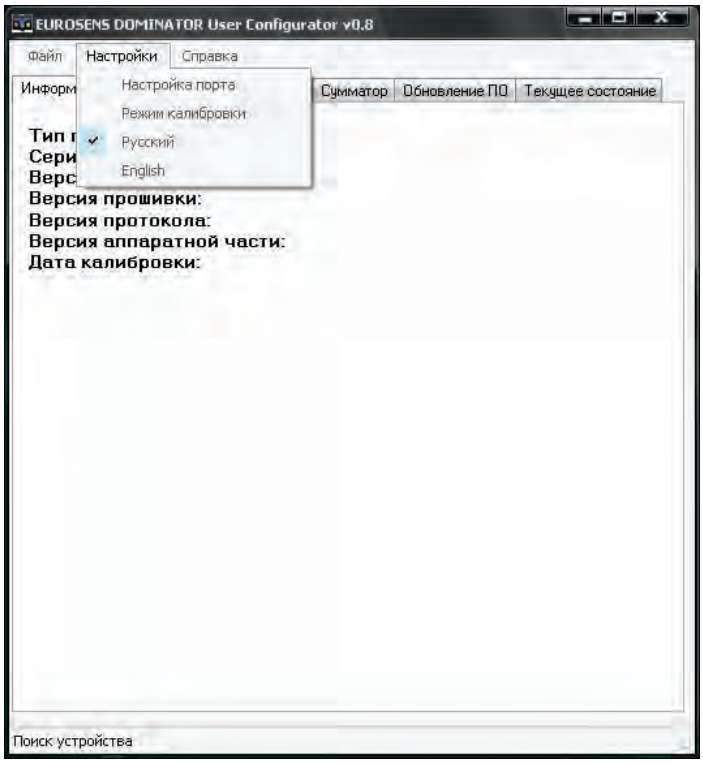

Рис.28
1) в окне программы на первой вкладке будет выдана информация по подключённому датчику (рис.28);